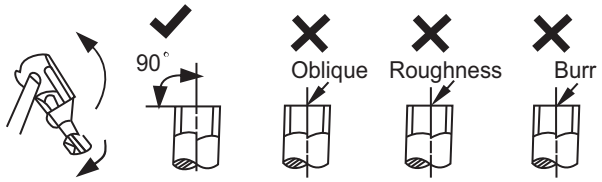

**Fig. 33 — Pipe Cutting**
a. Cut the pipe, with a pipe cutter, at 90 degrees (see Fig. 33).